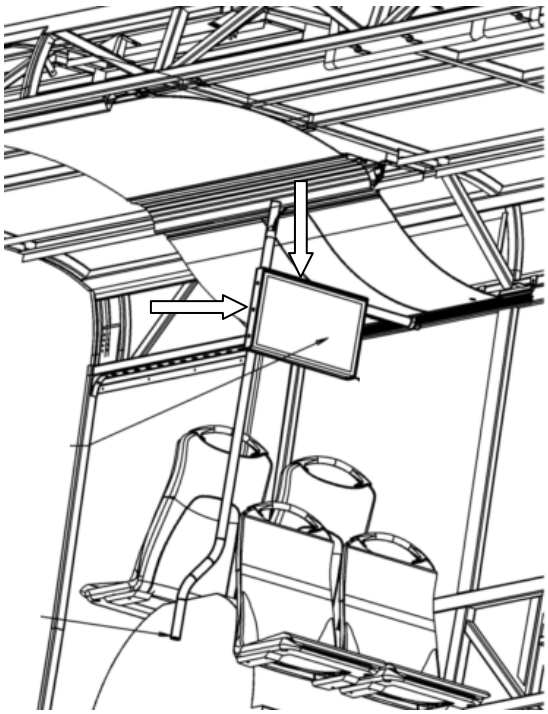

Rys. 11. Tablica wewnętrzna informacyjna (monitor) przykręcana do poręczy – śruby mocujące wskazane strzałkami.
- przykręcane do poręczy, Rys. 11